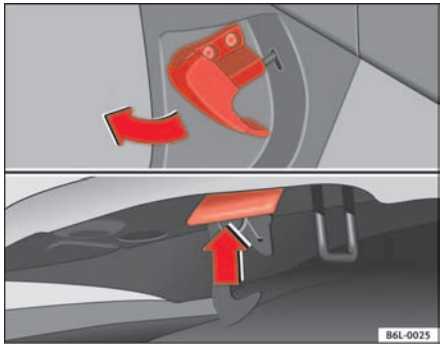

Fig. 121 Detail of the foot well: The release lever for the bonnet is located in the driver side foot well
– To release the bonnet, pull the lever under the dashboard ⇒ fig. 121 in the direction indicated (arrow). The bonnet will be released by a spring action ⇒ ⚠.